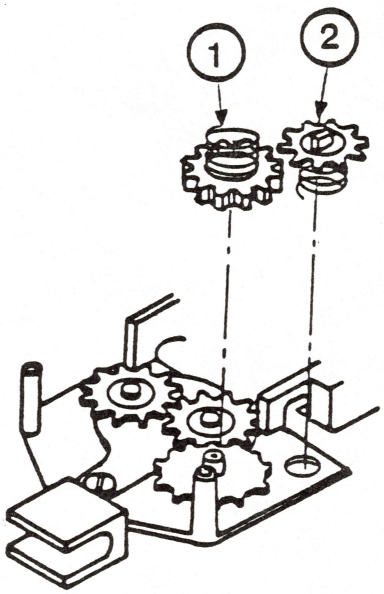

FIGURE 4
NOTE: There are springs beneath the cassette mount plate (see Figure 4). They may pop out when you lift up the mount plate.
6. Pull up the ratchet gear and ratchet spring (see Figure 4, #1). If they don't come off easily, carefully pry them off with a flat blade screwdriver.
7. Pull off the cartridge drive gear and the ribbon spring (see Figure 4, #2).